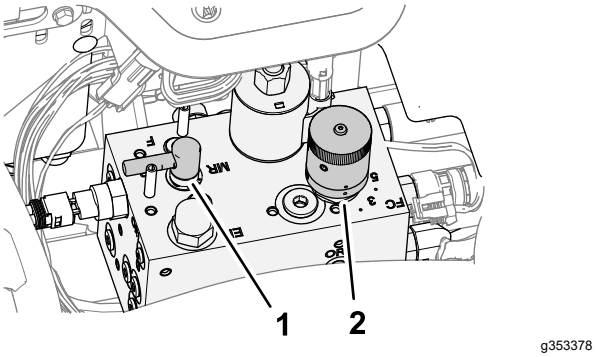

Figur 91
3. Flytta slipningsspaken till läge F (klippning) (Figur 91).